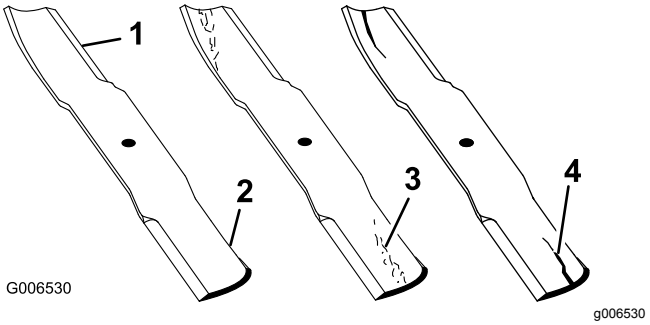

Figur 112
1. Undersøk kniveggene (Figur 112).
4. Hvis du finner sprekker, slitasje eller ser at det begynner å dannes spor i denne delen av kniven, må den skiftes ut øyeblikkelig (Figur 112).